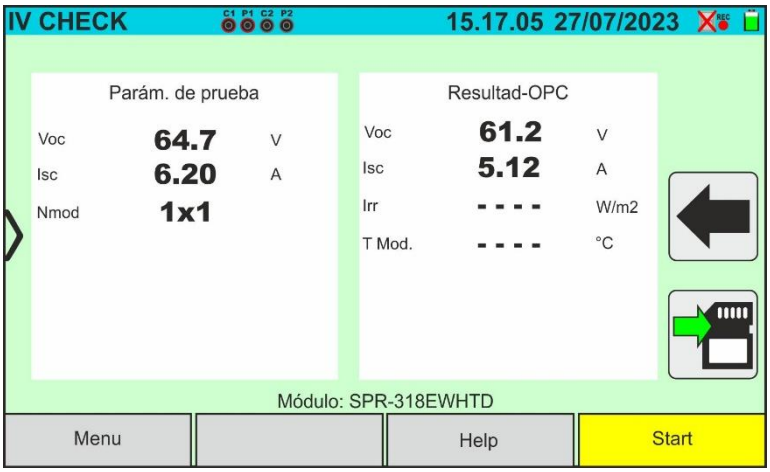

Fig. 77: Resultado medida prueba IVCK @OPC con registro sincrónico
15. Pulse la tecla **START/STOP** (o **Start** en el visualizador) para activar las pruebas. En caso de ausencia de condiciones de error, el instrumento muestra en el visualizador el icono "⌛" junto al mensaje "**Medición...**"durante algunos instantes. La prueba puede emplear hasta **aproximadamente 20s** en función de la tensión en vacío y de los parámetros de los módulos. Al término de la prueba el instrumento mostrará **solo los valores medidos a OPC sin las referencias de los valores de irradiación y temperatura del módulo** (ver la Fig. 77) y es necesario esperar que finalice la sesión de pruebas y la posterior sincronización con la unidad remota SOLAR03 para obtener el resultado final (valores @ STC) de las pruebas realizadas, como se muestra en la siguiente pantalla: